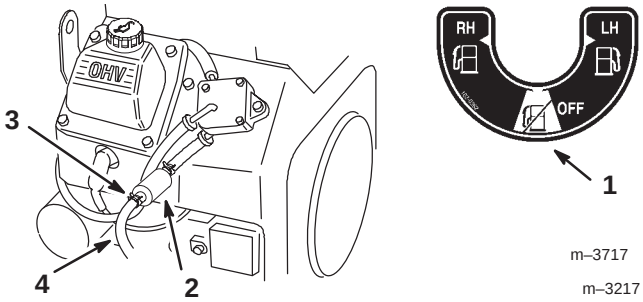

Figure 42
5. Posez un filtre neuf et rapprochez les colliers de fixation du filtre (Fig. 42).
2. Fermez le robinet d'arrivée de carburant (Fig. 42).
3. Desserrez le collier de serrage au niveau du filtre à carburant et repoussez-le le long de la conduite d'alimentation pour l'éloigner du filtre (Fig. 42).
4. Débranchez la conduite d'alimentation du filtre (Fig. 42). Ouvrez le robinet d'arrivée de carburant et laissez l'essence s'écouler dans un bidon ou un bac de vidange.
5. Raccordez la conduite d'alimentation au filtre. Rapprochez le collier de serrage du filtre pour fixer la conduite d'alimentation (Fig. 42).